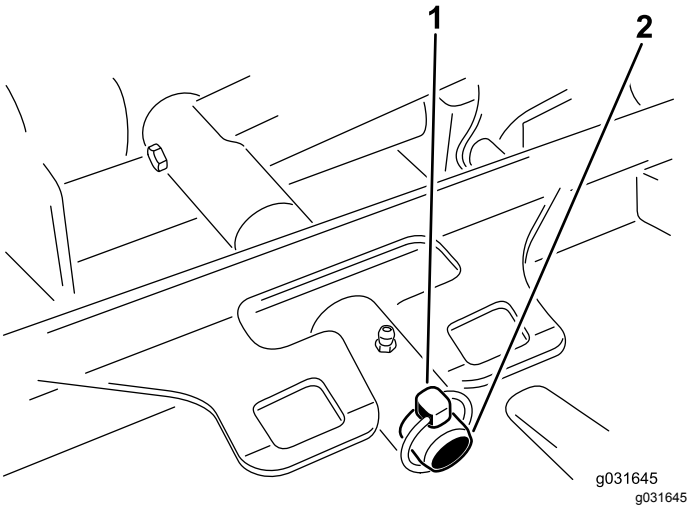

图 66
3. 卸下将刀盘承载架固定至提升臂枢轴销的保险销或锁紧螺母图 66。
3. 将刀盘承载架滑到提升臂枢轴销上并用保险销或锁紧螺母固定图 66。